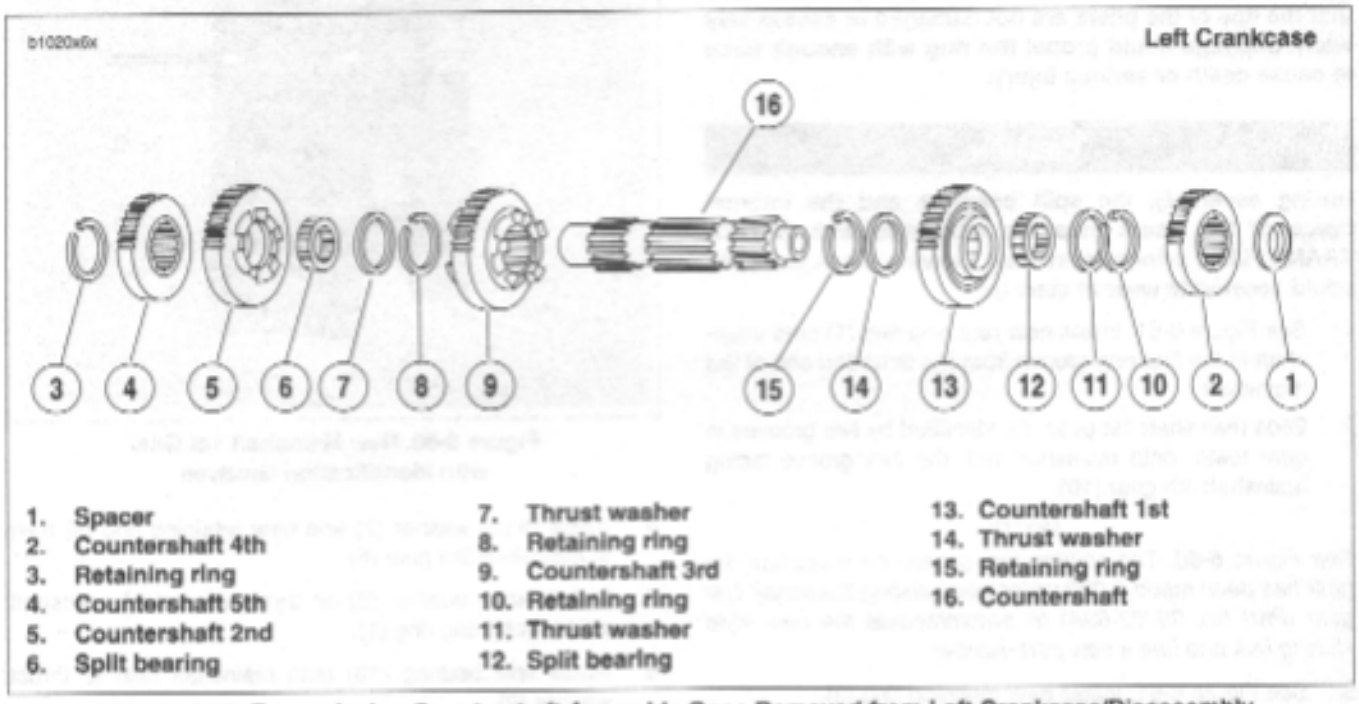

Figure 6-59. Transmission Countershaft Assembly Once Removed from Left Crankcase/Disassembly
1. See Figure 6-59. Remove spacer (1) and countershaft 4th gear (2) from the end of the of the countershaft with internal threads.
2. Using RETAINING RING PLIERS (Part No. J-5586), remove and discard retaining ring (3) next to countershaft 5th gear (4).
a. Slide countershaft 5th (4), and countershaft 2nd (5) off end of countershaft.
b. Remove split bearing (6) that was under countershaft 2nd gear (5) and thrust washer (7).
c. Remove retaining ring (8) on the countershaft and slide countershaft 3rd gear (9) off free end of countershaft.
3. Expand retaining ring (10) located next to countershaft 1st gear (11). Remove retaining ring (10) and thrust washer (11).
a. Slide countershaft 1st gear (13) off end of shaft.
b. Remove split bearing (12).
4. Remove thrust washer (14). Expand remaining retaining ring (15) and slide off countershaft.